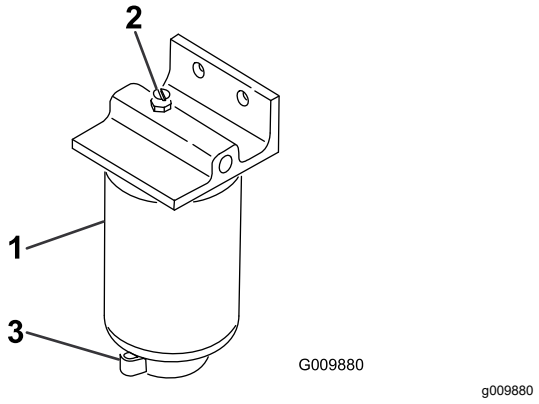

Rysunek 57
3. Odkręć śrubę spustową na dole obudowy filtra (Rysunek 57).
2. Wyczyść obszar wokół obudowy filtra (Rysunek 57).